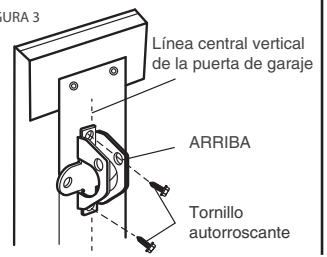

FIGURA 4
- Use los orificios para el soporte de la puerta superior e inferior o de lado a lado. Taladre orificios de 5/16" a través de la puerta y fije el soporte con pernos de carrocería de 5/16"-18 x 2", arandelas de seguridad y tuercas (no se suministran). (Figura 4)